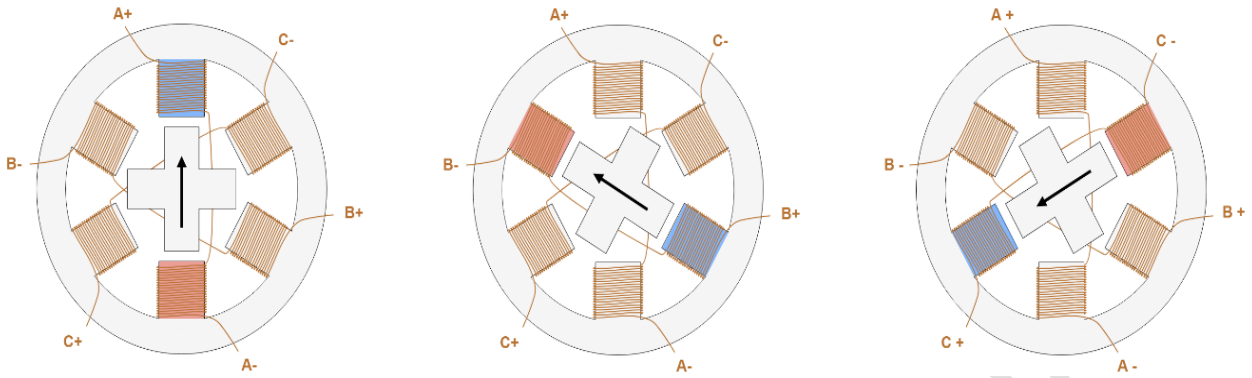

Figure 2: Stepper Motor Steps
- **Figure 2** shows a representation of the working principle. At the beginning, coil A is energized and the rotor is aligned with the magnetic field it produces.